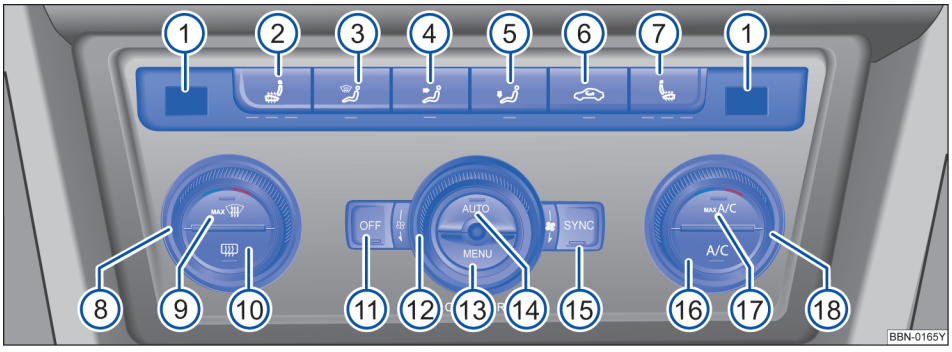

图 137 中控台上：自动空调的操作元件
– 按压③至⑤中的某个按钮⇒图 137，或者旋转鼓风机档位调节开关⑫ 即可关闭自动运行模式。按钮AUTO中的指示灯随即熄灭。
– 按压按钮⇒图 137⑥，即可打开空气内循环模式。按钮上的指示灯随即亮起。
在空气内循环模式下，如果制冷装置已关闭，则不会对吸入的空气除湿。为了避免挡风玻璃上产生水雾，建议按下按钮A/C (16)⇒图 137，打开制冷装置。按钮中的指示灯随即亮起。